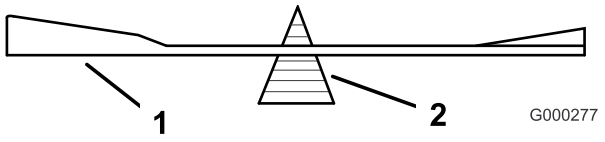
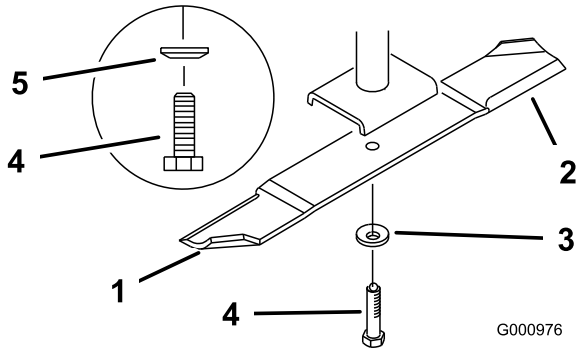

Figuur 84
Figuur 85
2. Verwijder de mesbout, de veerschijf en het mes van de spilas (Figuur 85).
2. Controleer de balans van het mes met een mesbalans (Figuur 84). Als het mes horizontaal blijft, is het in balans en geschikt voor gebruik. Als het mes niet in balans is, moet u wat metaal afvijlen van het uiteinde van de wiek (Figuur 85). Herhaal dit indien nodig totdat het mes in balans is.
1. Monteer het mes op de as (Figuur 85).
2. Monteer de veerschijf en de mesbout. De conus van de veerschijf moet worden gemonteerd op de boutkop (Figuur 85). Draai de mesbout vast met een torsie van 115–149 Nm.